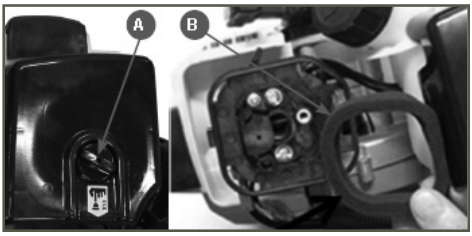

Рис. 13 Извлечение фильтрующего элемента
1. Открутите барашковую гайку (А) и снимите крышку воздушного фильтра (Рис. 13).
2. Извлеките из корпуса фильтрующий элемент В (Рис.13).